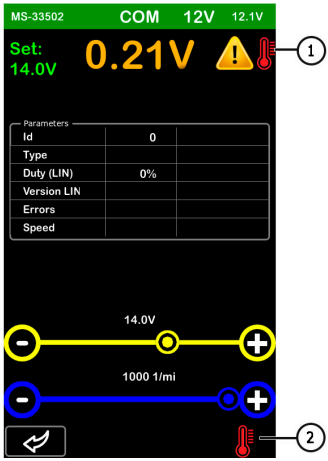

Рисунок 14
2. В случае перегрева регулятора напряжения появиться следующие иконки см. рис. 14.